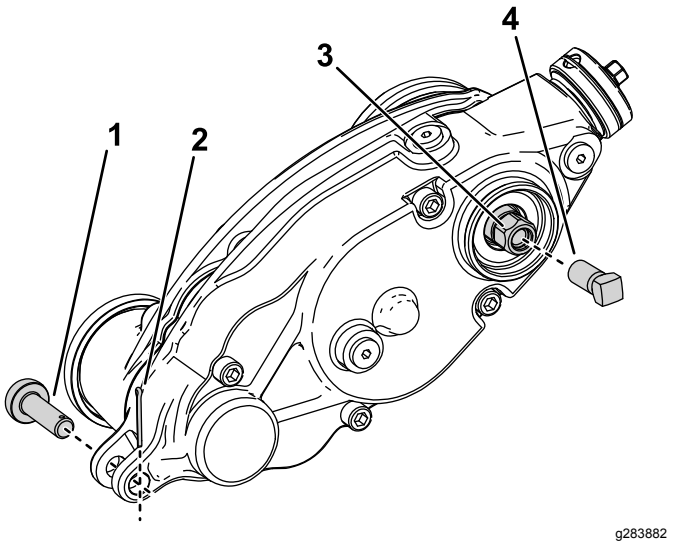

Figure 28
3. Retirez la goupille de réglage et la goupille fendue qui retiennent le boîtier d'entraînement du groomer sur les bras de réglage (Figure 28).
5. Vissez la vis de renfort (réf. 1-803022, vendue séparément) sur le filetage interne de la tête hexagonale de l'entraînement du groomer et serrez-la à 13,5 Nm, comme montré à la Figure 28.
6. Déposez le boîtier d'entraînement du groomer du cylindre de coupe en tournant la tête hexagonale (Figure 28).